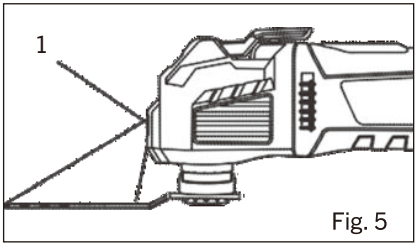

Fig. 5
Cet outil est muni d'une lampe de travail à DEL (Fig. 5). La lampe de travail (1) s'allume automatiquement lorsque l'outil est branché à l'alimentation. Elle s'éteint lorsque la fiche est retirée de l'alimentation.